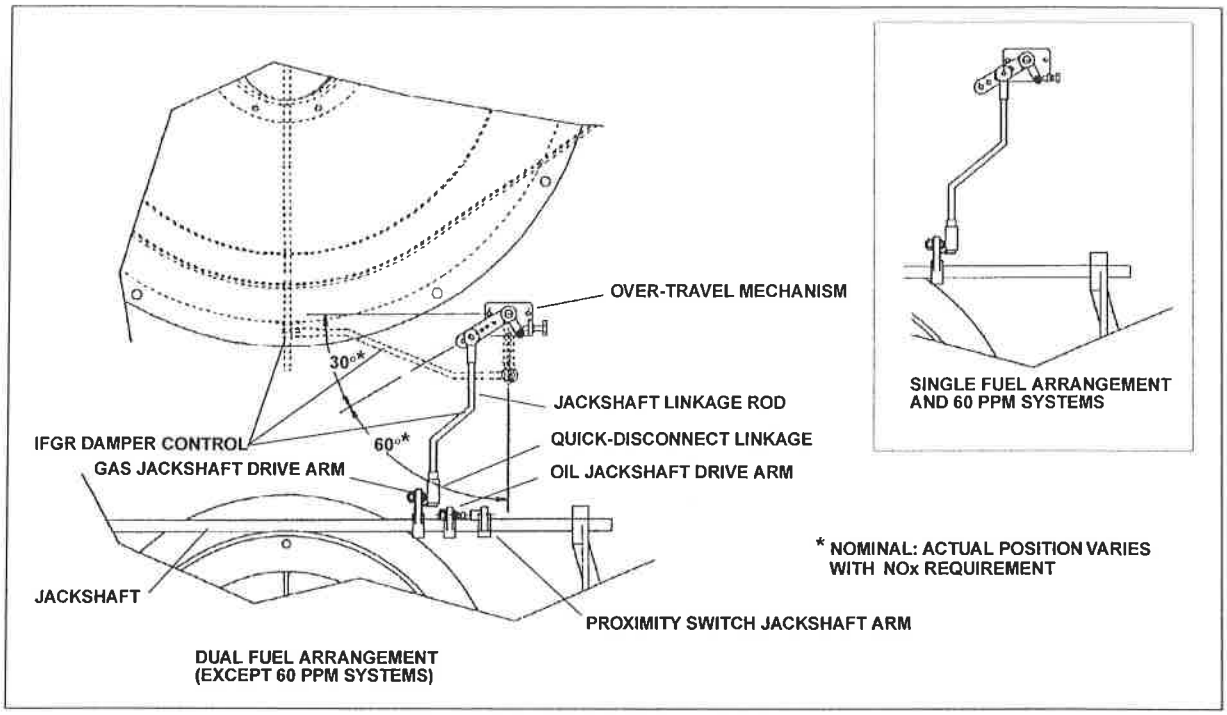

Figure 8-9: CB-LE Damper Linkage
5. Check and replace any gaskets that have been damaged. Gaskets that have been in use for one year or more should be replaced. In particular, inspect the airbox gasket (Figure 8-9) for damage. If it needs to be replace, refer to Section O for installation instructions.